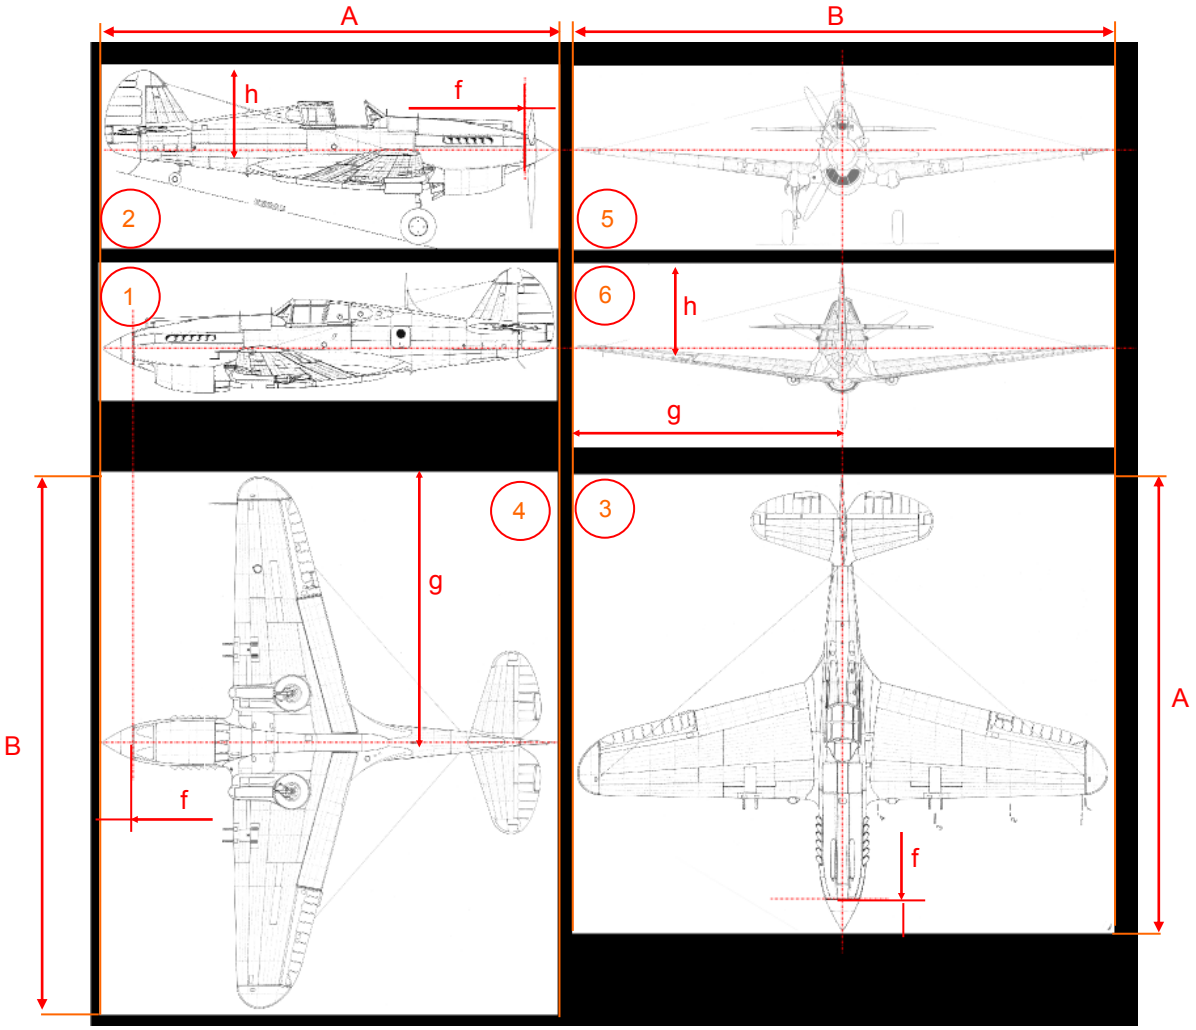

Rysunek 2.4.1 Unifikacja rozmiarów i położenia sylwetek "podkładów" dla Blendera
W poprzednich sekcjach pokazałem, jak przygotowywać rzuty w GIMP, uzyskując obrazy 1, 2, 3 (Rysunek 2.4.1). Teraz przygotuj w ten sam sposób pozostałe elementy (4, 5, 6) z powyższego zestawienia. Powinieneś uzyskać ostatecznie sześć rysunków:
Zwróć uwagę, że odpowiednie wysokości i szerokości (wymiary **A** i **B**) poszczególnych rysunków zostały ujednolicone (Rysunek 2.4.1), podobnie jak położenie sylwetki wewnątrz obrazu (wymiary **f**,**g**,**h**). Rysunek 2.4.1 pokazuje rzut z dołu (4) obrócony o 90º w lewo. Ustawiłem go w ten sposób wyłącznie na tej ilustracji. Chciałem w ten sposób pokazać, że długość boku **A** i odstęp **f** są takie same, jak na rzucie z boku.
Ujednolicone wymiary rysunków, które pokazałem na przykładowym zestawieniu (Rysunek 2.4.1), wynoszą: **A** = 2390px, **B** = 2827px. Nie są to żadne "magiczne" liczby. Po prostu szerokość pierwszego rysunku — rzutu z lewej — zdeterminowała mi wymiar **A**. Podobnie szerokość rzutu z góry określiła wymiar **B**. Położenie osi samolotu względem krawędzi tych rysunków podyktowało mi wymiary **f**,**g**,**h**, do których dopasowałem pozostałe sylwetki.